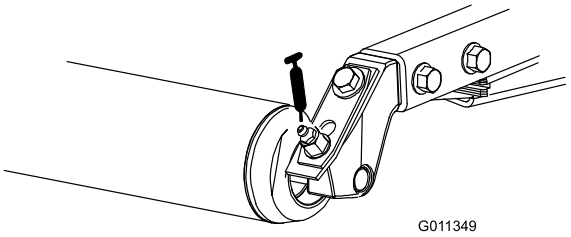

Figur 44
- Bagrullelejer (2 pr. klippeenhed) (Figur 44)